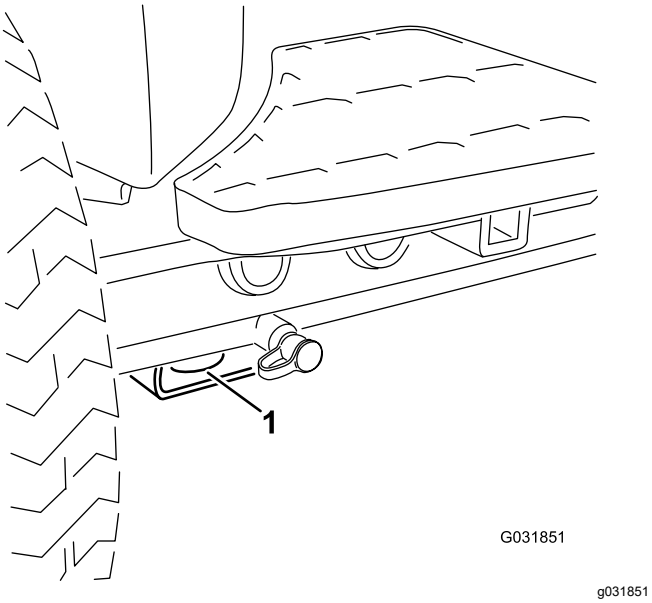

Figuur 60
- **Voorkant van de machine** : de opening in het rechthoekige blok, onder de asbuis, aan de binnenzijde van beide voorwielen (Figuur 60).